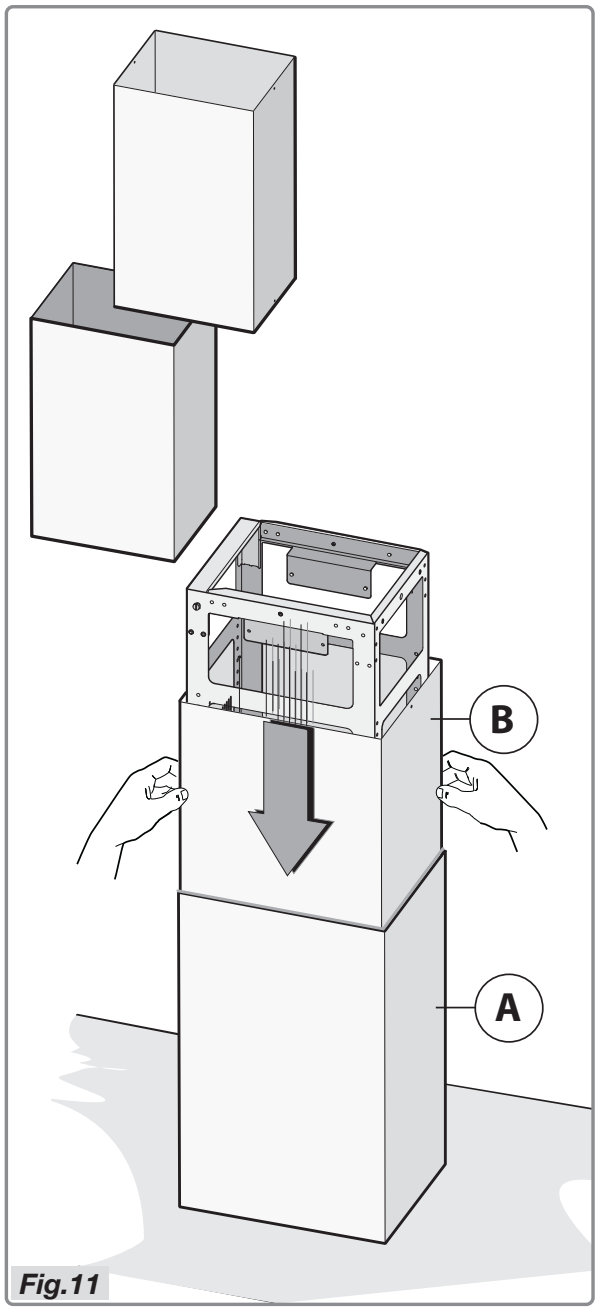

Fig.11
- Connecter la cheminée inférieure **A** avec celle supérieure Fig.11 **B** de la façon illustrée sur la Figure 11.